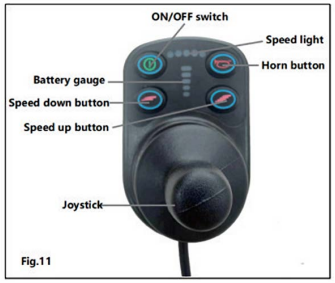

Fig.11
6.1.1 All the electric components to control the wheelchair are integrated to the joystick, including ON/OFF switch; speed light; battery gauge; horn button; speed down & speed up button. You can implement all the operations of this wheelchair by using the above buttons. (Fig.11)